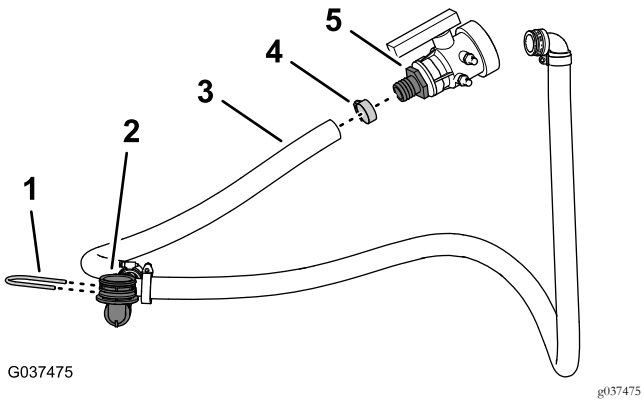

Figura 31
6. Retire la abrazadera que sujeta el acoplamiento dentado de la válvula de vaciado a la manguera de vaciado, y retire el acoplamiento de la manguera (Figura 31).